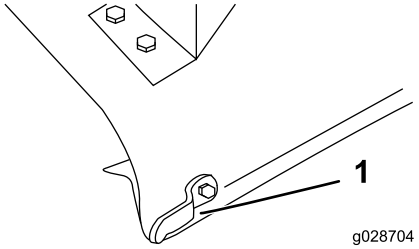

Figura 7
1. Contrassegnate e praticate un foro del diametro di 9,5 mm attraverso il centro del fermo del deflettore (Figura 7).